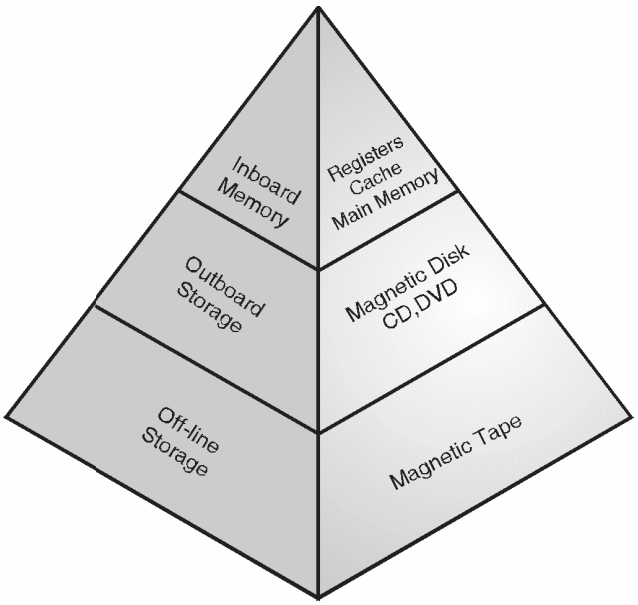

Fig. 5.2.1 : Memory Hierarchy
- Fig. 5.2.1 shows the memory hierarchy based on the closeness to the processor. The registers as discussed are the closest to the processor and hence are the fastest while off-line storage like magnetic tape are the farthest and also the slowest. The list of memories from closest to the processor to the farthest is given as below :